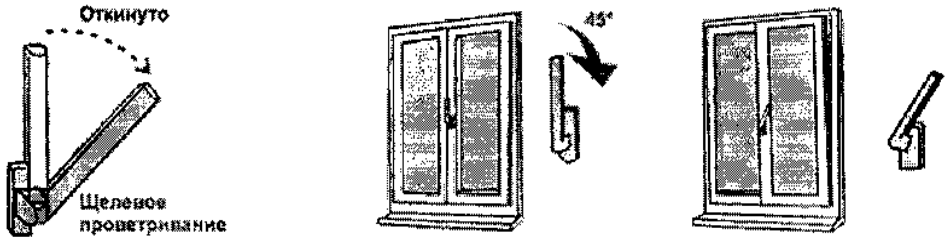

Рис.3
- Для перевода створки в положение «Проветривание» ручку поворачивают из положения «Откинуто» в положение «Проветривание» на 45 градусов (см. Рис. 3) При этом створка окна (после небольшого поворота относительно нижней горизонтальной оси) фиксируется, будучи неплотно прижатой к раме окна вверху. Зазор между рамой окна и створкой (в верхней части) в данном режиме может составлять от 5 до 10мм и регулируется небольшим поворотом ручки (щелевой режим).